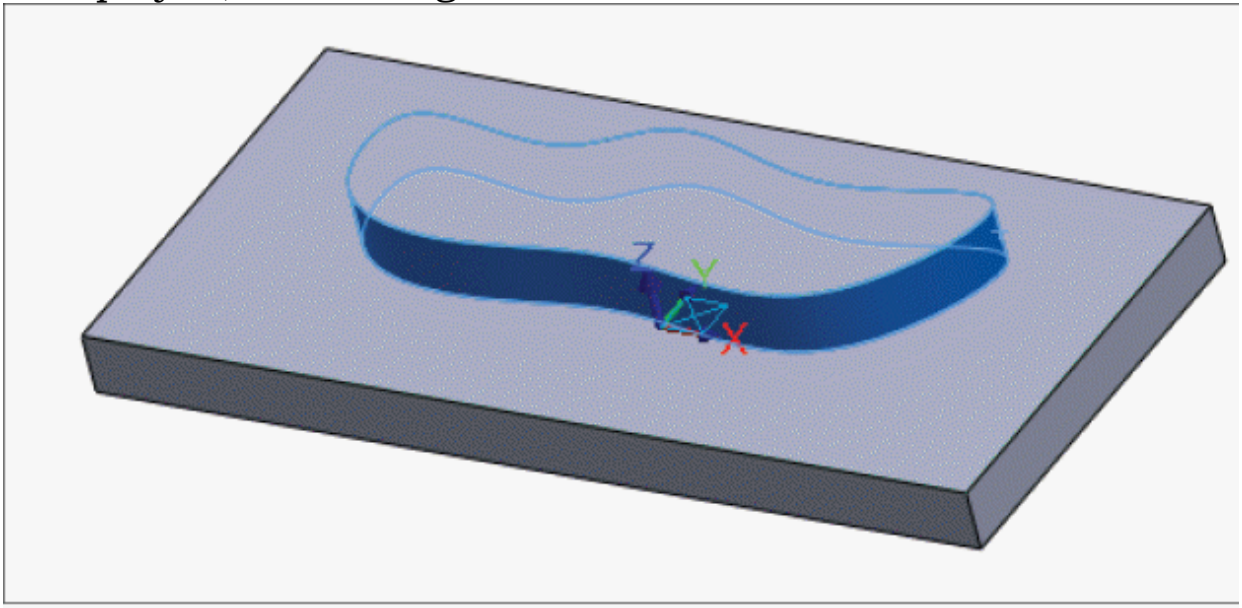
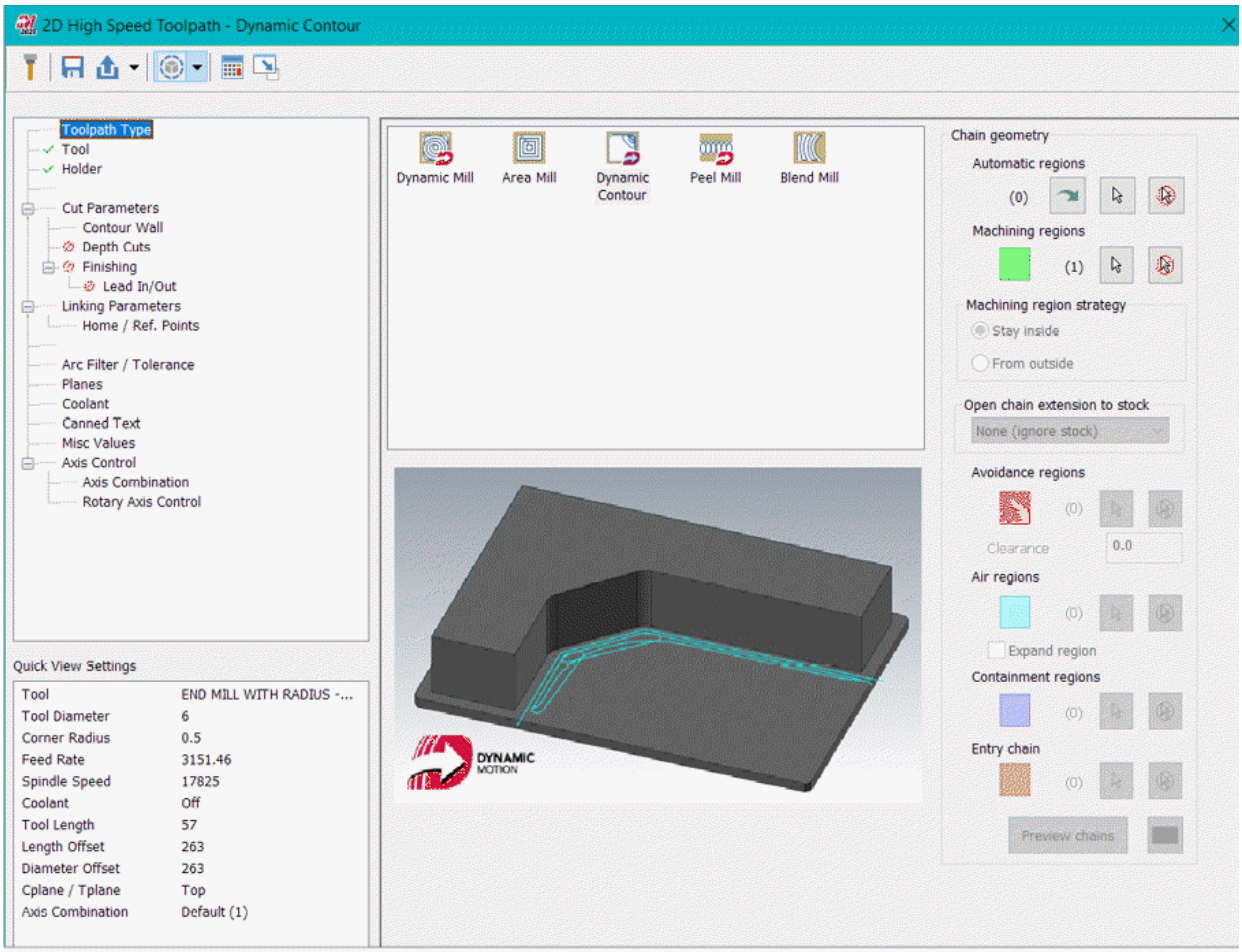

Figure-36. Face selected for dynamic contour machining
Figure-37. 2D High Speed Toolpath-Dynamic Contour dialog box
- Select the wall faces of the model to set the profile of cut; refer to Figure-36 and click on the **OK** button. The **2D High Speed Toolpath - Dynamic Contour** dialog box will be displayed; refer to Figure-37.